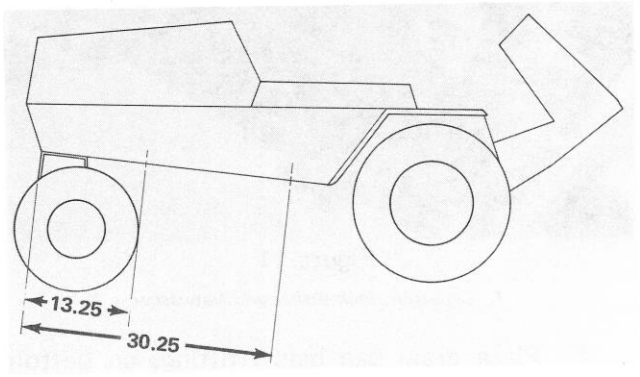

Figure 5
3. Drill four (4) .406" (10.3 mm) holes through bottom flange of the frame side channels at indicated locations (Fig. 5).